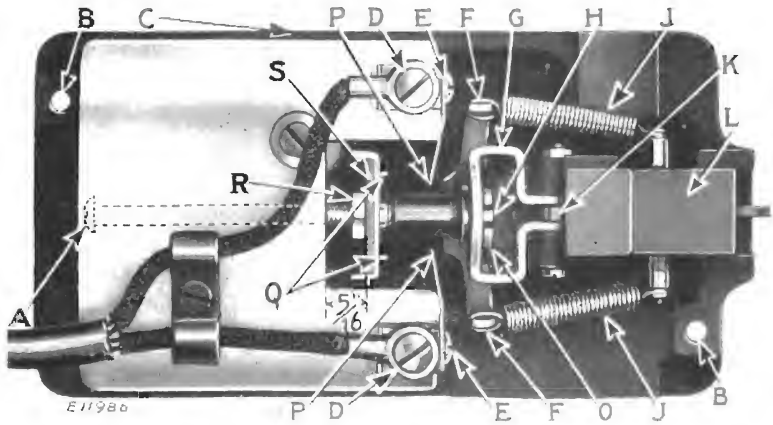
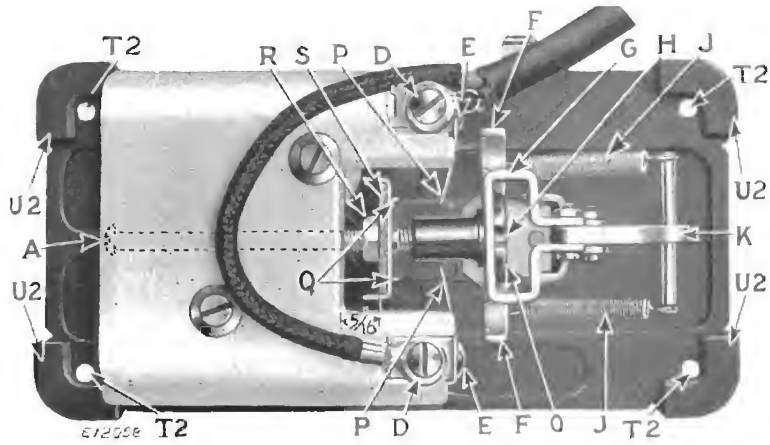
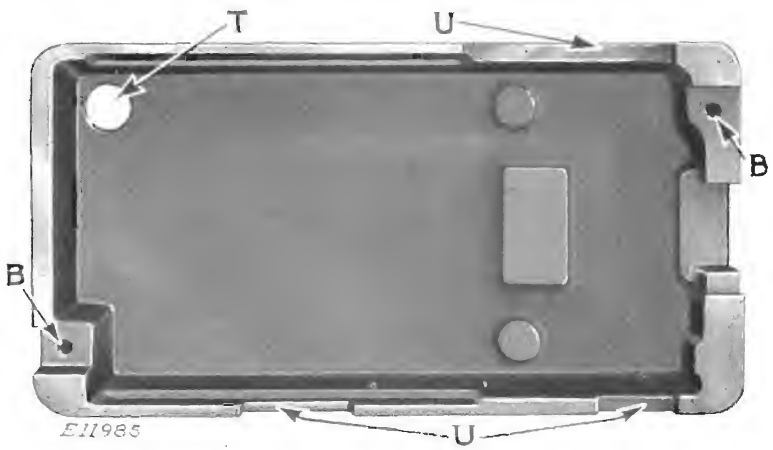
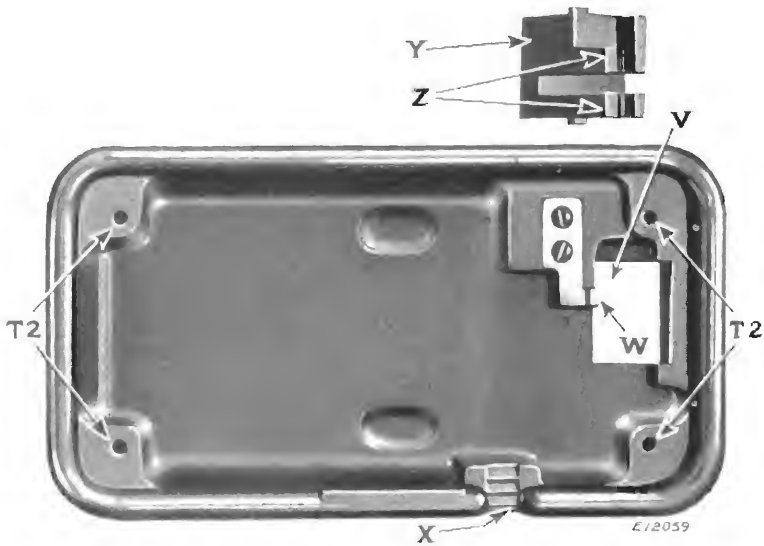

FIG. 26. BAKELITE TREADLE CONTROLLER—COVER REMOVED
FIG. 27. BAKELITE CONVERTIBLE FOOT AND KNEE CONTROLLER COVER REMOVED
Fig. 28. Inside View of Bakelite Treadle Controller Cover
Fig. 29. Inside View of Cover of Bakelite Convertible Foot and Knee Controller Showing Pedal Disengaged from Cover
Treadle Controller. Remove the controller from the stand to which it is attached, and remove the controller leads from the cabinet. Remove the two screws which fasten the cover, Fig. 28, to the base, Fig. 26, at (B), and lift the cover from the base. Inspect the wires and connections at (D, Fig. 26).
Convertible Foot and Knee Controller. Remove the complete controller and leads from the cabinet. Remove the four screws which fasten the cover, Fig. 29, to the base, Fig. 27, at (T2). If, after removal of these four screws, the cover adheres tightly to the base, **do not attempt to pry it off, as such procedure would mar or break the cover or base or both.**
With the four fastening screws removed, hold the controller in the left hand and, with the right hand, press the pedal (Y, Fig. 29) all the way down. This will disengage the base from the cover. Inspect the wires and connections at (D, Fig. 27).
(See Fig. 26, showing the Bakelite Treadle Controller, or see Fig. 27, showing Bakelite Convertible Foot and Knee Controller.
(*a*). When the crank (K) is at the "off" position with its lower end resting upon the base of the spring bracket (F), the face of the Bakelite strip (S) should be $\frac{5}{16}$ inch from the flat face of the porcelain, as shown in Figs. 26 and 27. If this distance is not $\frac{5}{16}$ inch, release the insulated nut (O) from its seat by pushing on the end of the pull rod at (A) and turn the nut (O) until the correct adjustment is obtained. Be sure that the nut (O) seats in the yoke (G) and that the pin (H) of the yoke engages one of the four notches in the head of the nut (O).
(*b*). Pull back the moulded link (L, Fig. 26) as far as it will go, against the tension of the springs (J), for full speed position of the **treadle controller.**
Press down the crank (K, Fig. 27) as far as it will go, for full speed position of the **convertible foot and knee controller.**
treadle controller, Fig. 26, while the lower notches are for the loops of the springs (J) used in the convertible foot and knee controller, Fig. 27. Make sure that these springs (J) are properly attached, as shown in Figs. 26 and 27.
Replace the Cover—Treadle Controller. (See Fig. 28). Pass the controller leads through the opening (T) in the cover;
CAUTION. When inserting the two self-threading fastening screws at (B, Figs. 26 and 28), feel carefully with the screws to **insure that the threads on these screws coincide with the threads previously cut in the cover by the original insertion of these screws.**
Replace the Cover—Convertible Foot and Knee Controller. (**See Fig. 29.**) Probably the pedal (Y) became separated from the cover as the latter was removed from the controller base. Note that its replacement in the cover is not possible except in the correct manner, viz: Insert from the inside of the cover and with one of the two long projections (Z) against the metal guide (W).
See that the rubber pads (U2, Fig. 27) are firmly in place on each corner of the base, as shown in Fig. 27.